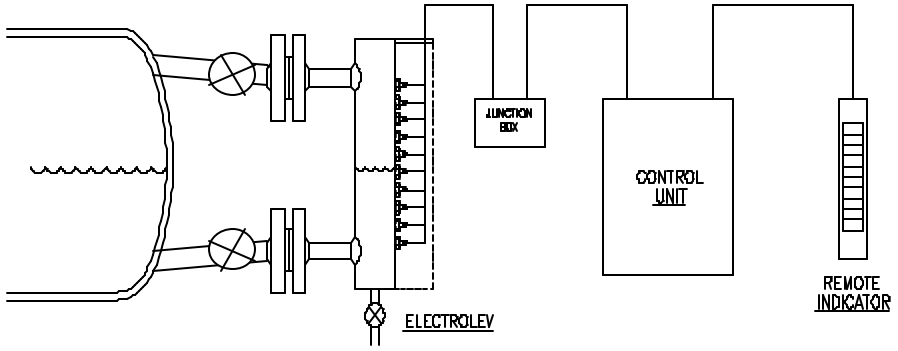

Fig. 1 EYE-HYE COMPONENTS & TYPICAL INSTALLATION
1. The **Electrolev** should be installed on the boiler drum or vessel, as shown in Fig. 1. The distance between the Electrolev and the boiler drum should be kept to a minimum. A slope in the steam leg running from the drum or vessel towards the Electrolev of not less than 1 inch of fall for each 50 inches of linear length is recommended. The water leg should be installed with a downward slope running from the Electrolev to the drum or vessel. Care should be taken to insure no restriction or 'trap' occurs in the pipework which may lead to an accumulation of sediment, resulting in a restriction of flow to or from the Electrolev column. Isolation (Shut-off) valves should be installed to permit maintenance of the Electrolev while the vessel is pressurized. The standard vessel connections are 1" male pipe projections. Flanged or female socket weld connections are available options. A drain valve should be installed at the bottom of the Electrolev, as shown in Fig. 1. The standard drain connection on the Electrolev is 1/2" female socket-weld.